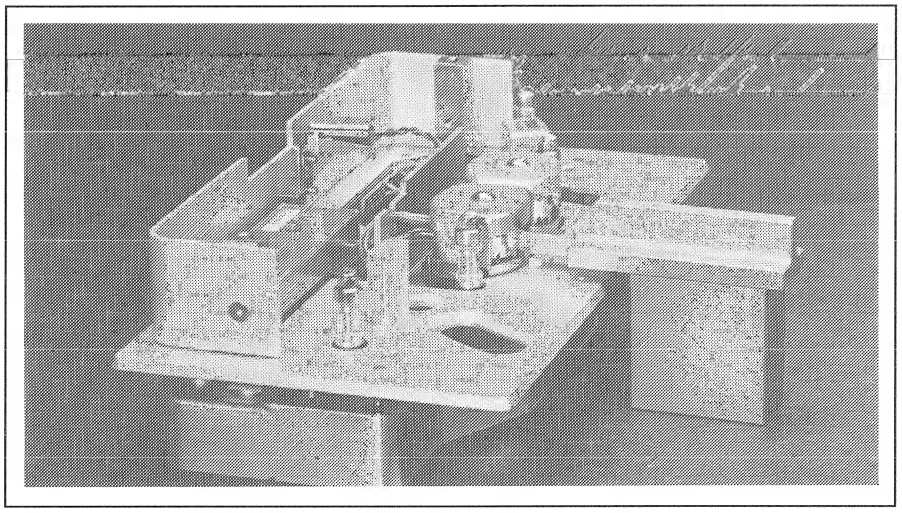

Fig. 3.4.44 Kontrolle der senkrechten Position des Kopfspiegels.
- Prüfung des Kopfspiegels auf **senkrechte Position** im Lichtspaltverfahren. Die Lehre 6,25 (Bez. 257'240; Best.Nr. 10.010.001.02) mit der Referenz-Unterlage 41,05 (Bez. 246'326; Best.Nr. 10.010.001.45) gemäss Fig. 3.4.44 verwenden.